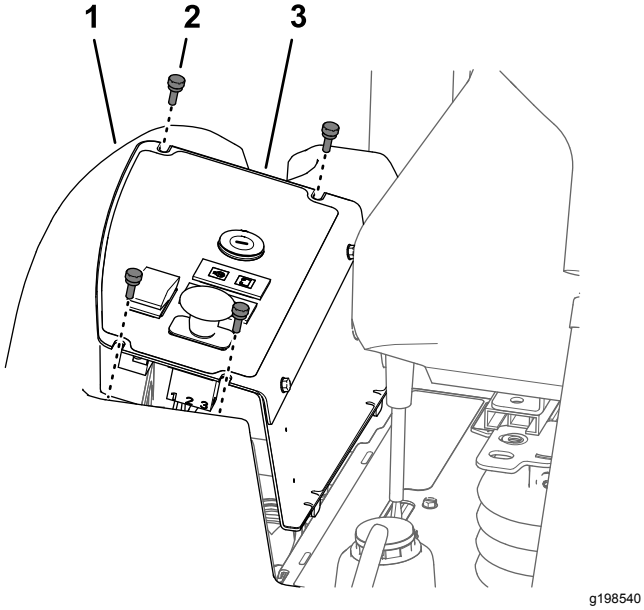

Figuur 54
1. Verwijder de 4 duimschroeven waarmee het bedieningspaneel aan de brandstoftank is bevestigd (Figuur 54).
2. Til het bedieningspaneel op (Figuur 54).
3. Lijn de sleuven aan de bovenkant van het bedieningspaneel uit met de gaten in de flens van de brandstoftank (Figuur 54).
4. Bevestig het bedieningspaneel op de flens van de brandstoftank met de 4 duimschroeven (Figuur 54) die u in stap 1 van Het bedieningspaneel verwijderen (bladz. 51) verwijderd hebt.